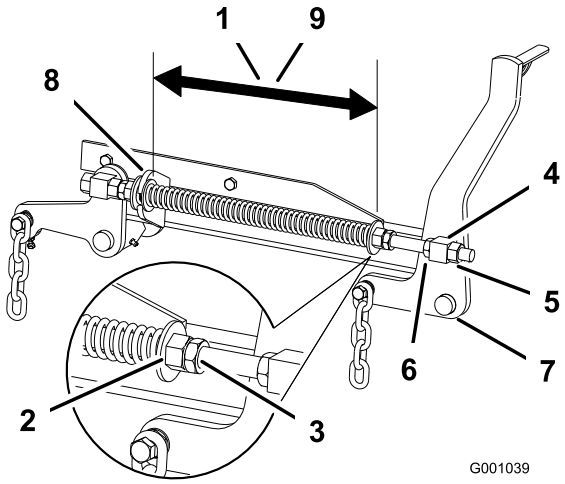

Figur 83
2. Kontrollera avståndet mellan de två stora brickorna. Det ska vara 28,2 cm för klippdäck på 132 cm och 26,7 cm för klippdäck på 152 cm (Figur 83).
3. Justera det här avståndet genom att lossa fjäderkontramuttern och vrida muttern framför respektive fjäder (Figur 83). Vrid muttern medsols
4. Lås muttern på plats genom att dra åt fjäderkontramuttern (Figur 83).